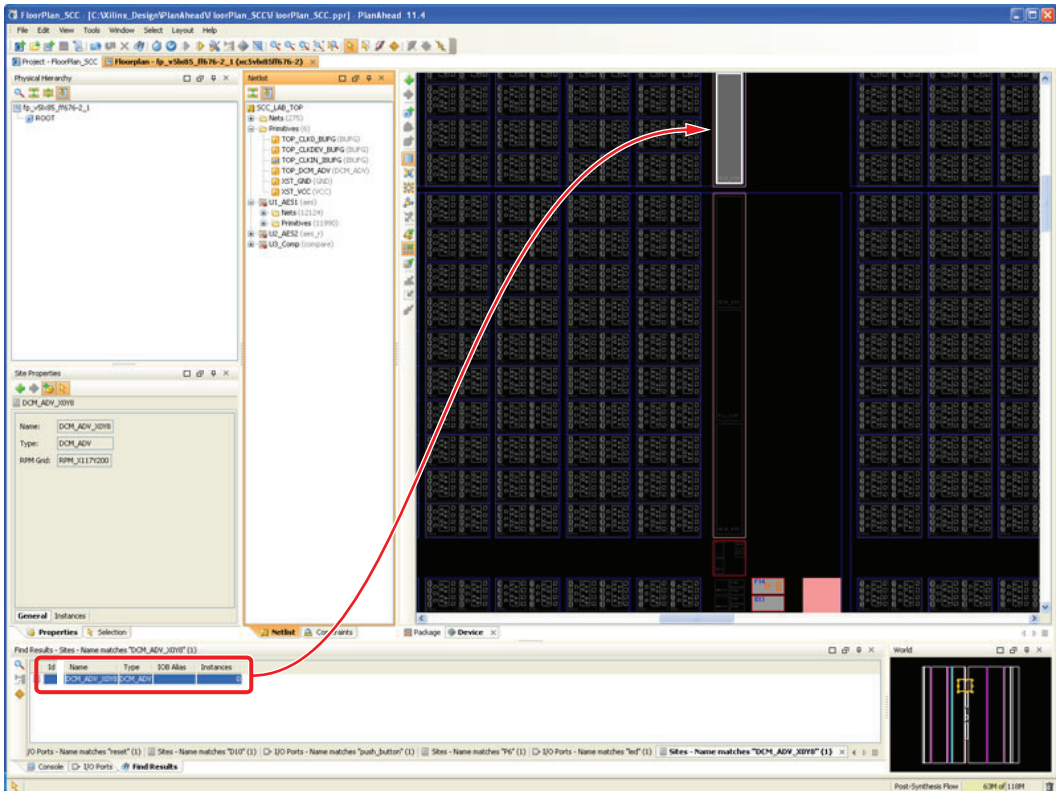

Figure 3-13: **Search Results**
4. Select this result and press **F9** to zoom to the current selection. The PlanAhead tool then zooms to the selected location (see Figure 3-13). Alternatively, select **View** → **Fit Selection** from the top menu bar to perform the same task.